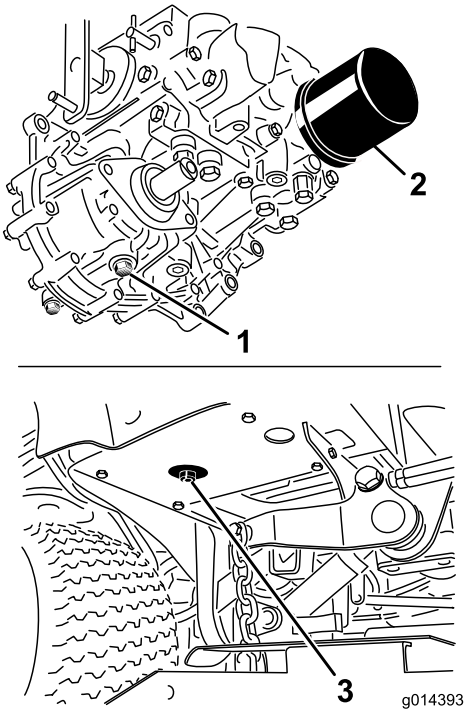

Figura 63
3. Mettete una bacinella grande sotto il serbatoio idraulico e la scatola della trasmissione, togliete i tappi e lasciate defluire tutto il fluido idraulico (Figura 63).
4. Pulite attorno al filtro dell'olio idraulico e rimuovete il filtro (Figura 63).